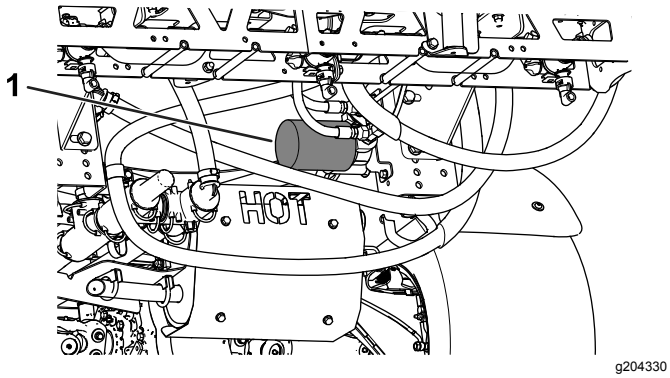

**Figuur 52**
4. Verwijder het filter (Figuur 52).